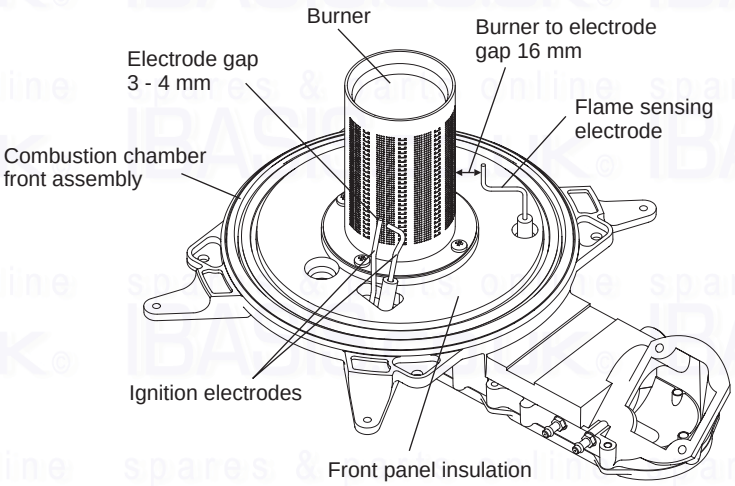

**Fig. 25**
9. Check the spark gap, positioning and height of the electrodes. Refer to Fig. 25.